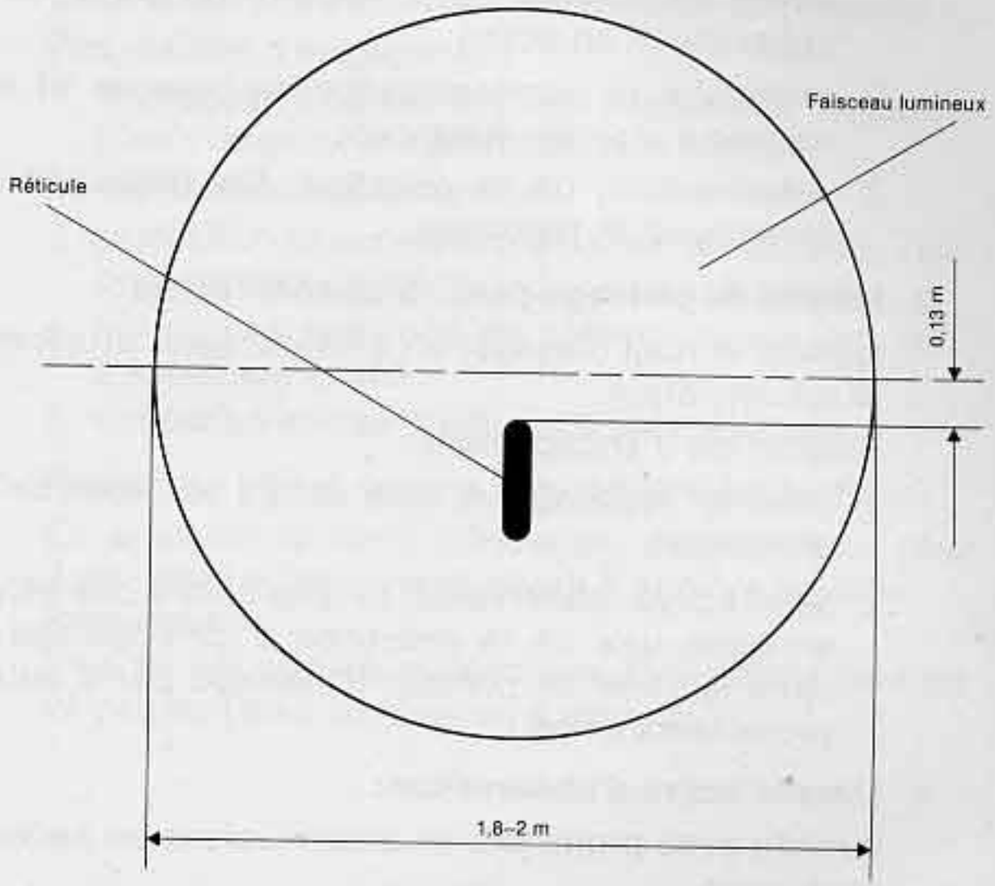

fig 7
4. le faisceau lumineux doit se présenter sur la paroi par rapport au réticule comme indiqué sur la figure 7;
- desserrer les deux vis de blocage du projecteur chacune d'un demi-tour et déplacer le projecteur de telle sorte que le faisceau lumineux corresponde au réticule comme sur la figure 7;